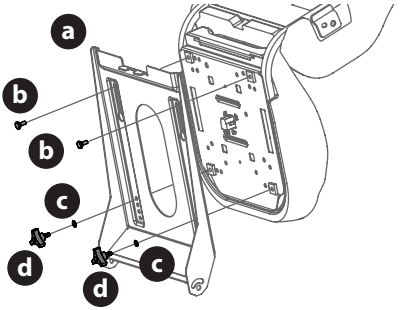

Fig. 5
2. Installez le siège sur le plateau du siège (a) à l'aide du matériel fourni (Fig. 5).
a. Pour le bouton d'ajustement du siège : insérez les boulons (b) dans les trous arrière et la rondelle de blocage (c) et les boutons (d) dans les trous avant. Serrez solidement (Fig. 5).